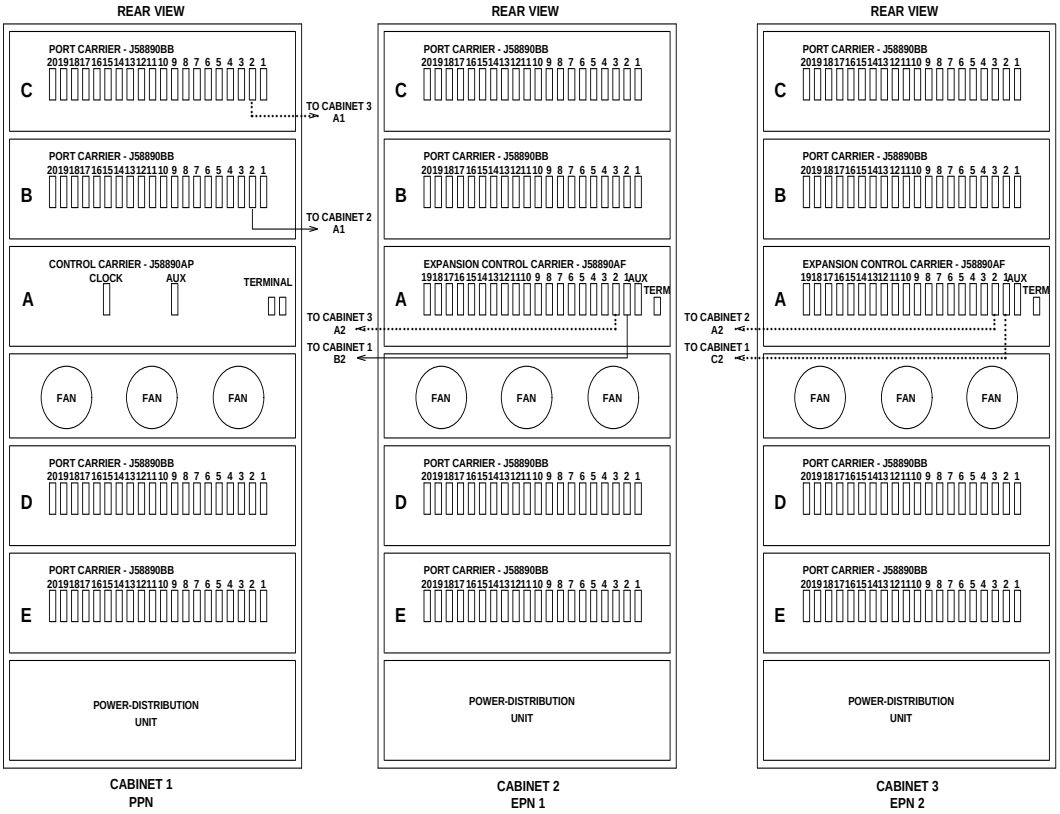
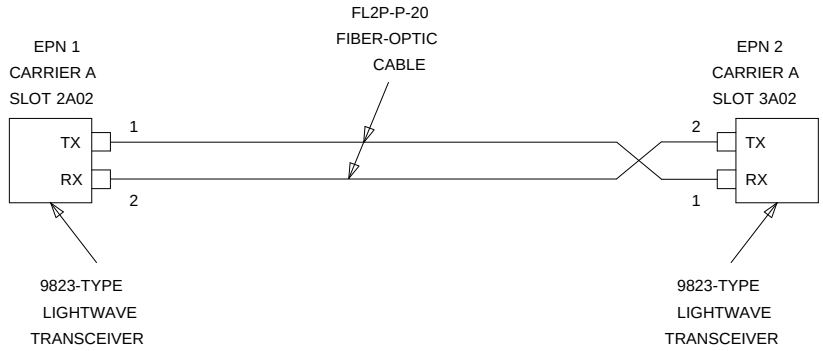

Figure 4-9. Standard-Reliability G3r V4 with Two or Three Port Networks
Figure 4-12. Collocated Fiber-Optic Connections EPN1 to EPN2
1. Behind port carrier B of PPN cabinet 1 (see Figure 4-9 through Figure 4-12):